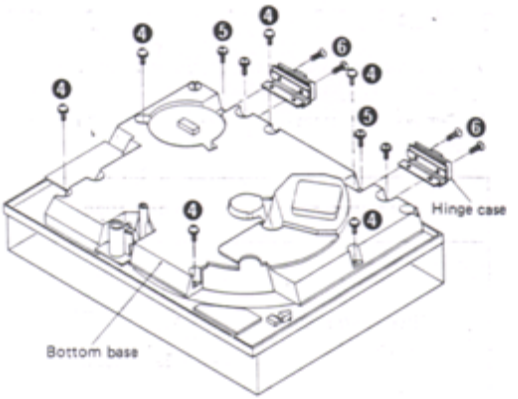

Fig. 2
2. Remove the 4 setscrews (Fig. 2 : ❺) of the hinge case bracket.
3. Remove the 4 setscrews (Fig. 2 : ❻) of the hinge case.